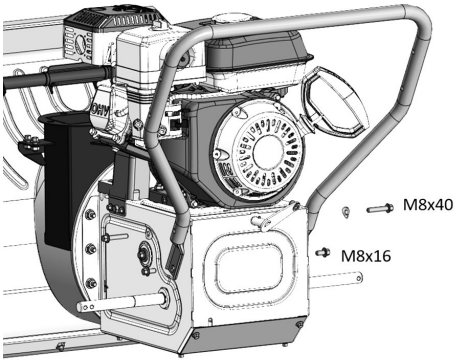

Рис. 5. Установка стойки рукояток
2. Установите стойку рабочих рукояток на корпус трансмиссии и закрепите с помощью болтов и шайб из пакета с крепежом 1. Для верхних двух отверстий используйте болты М8×40 и гнутые шайбы М8. Для нижних двух отверстий используйте болты М8×16 без установки шайб (Рис. 5).